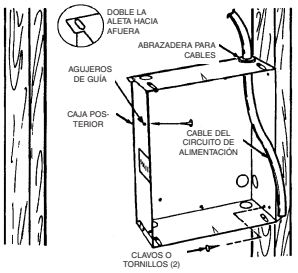

Figura 1
1. Determine cuál de los lados de la caja posterior va a montarse contra un travesaño, y doble las aletas de los ángulos posteriores 90º hacia afuera, de manera que la caja quede escuadrada con el travesaño después de la instalación. (Vea la Figura 1).
3. Posicione la caja posterior contra un lado de los travesaños, y asegúrela mediante clavos o tornillos, como se muestra en la Figura 1.
NOTA: en los lados de la caja posterior se han provisto agujeros de guía para tornillos para chapa n.º 8. Después de haber terminado la pared o el cielorraso, inserte un tornillo para chapa n.º 8 (longitud recomendada: 1" / 25 mm) a través del lado de la caja que no está montado en el travesaño. Esto impedirá que la caja salga hacia afuera cuando se instale el conjunto de calefactor. (Vea la Figura 1).